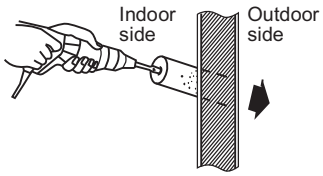

Fig. 1-45
(8) If the tubing and wiring are to go towards the rear of the unit, make holes in the wall. (Fig. 1-45)